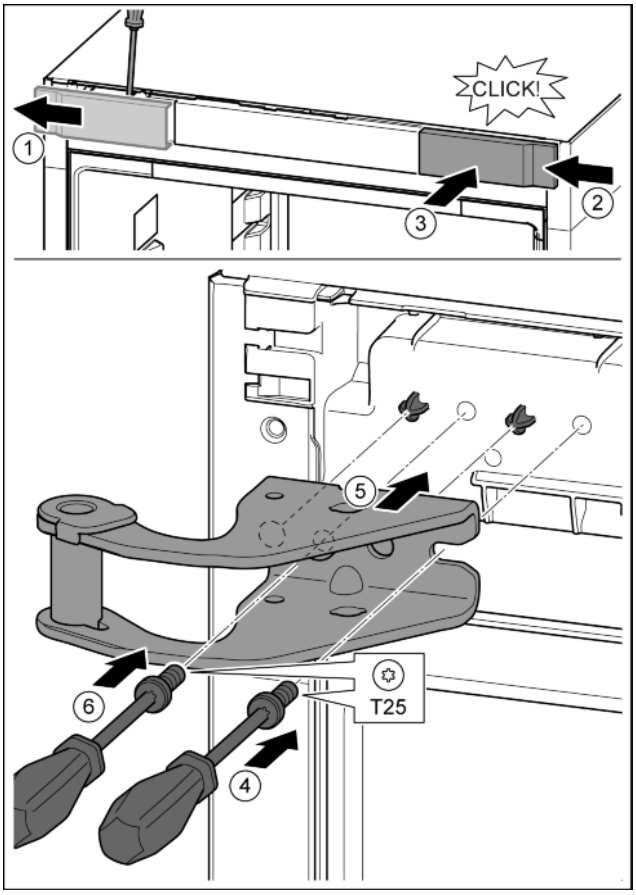

Fig. 11
▶ Крышку отсоединить с помощью отвертки и убрать в сторону. *Fig. 11 (1)*
▶ Навесить крышку, повернув ее на 180°, справа с другой стороны. *Fig. 11 (2)*
▶ Крышку зафиксировать. *Fig. 11 (3)*
▶ Установить винт отверткой T25. *Fig. 11 (4)*
▶ Установить верхний опорный кронштейн. *Fig. 11 (5)*
▶ Затянуть винт. *Fig. 11 (4)*
▶ Вставить и затянуть винт отверткой T25. *Fig. 11 (6)*